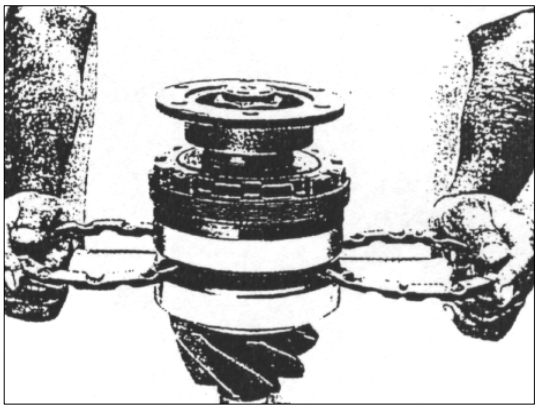

РИС. 331
1) Вставьте два распорных кольца одинаковой толщины между двумя наружными кольцами радиально-упорных роликовых подшипников (см. рис.331), толщину распорных колец проверяйте с помощью микрометра. Попробуйте момент трения рукой и выберите толщину колец для испытания сборки.